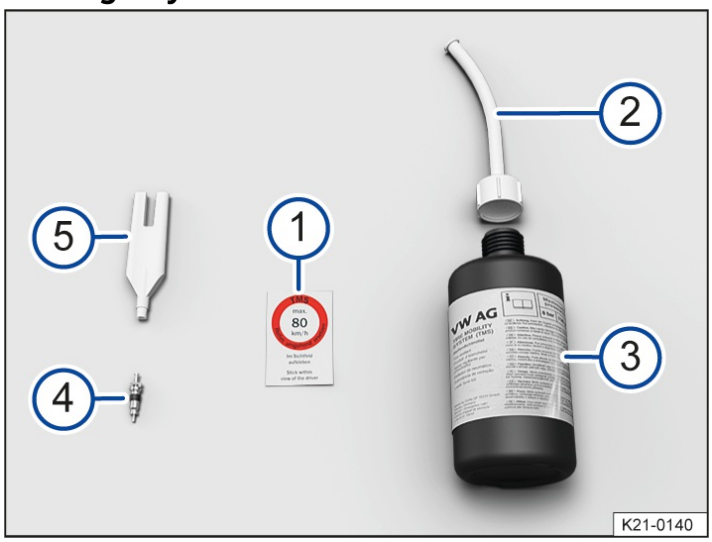

Fig. 1 Contents of the breakdown set (illustration).
(1) Sticker with the maximum permitted speed “max. 80 km/h” or “max. 50 mph”.
(2) Tyre sealant tube with plug.
(3) Tyre filler bottle.
(4) Spare valve core.
(5) Valve core extractor.
There is a slot for the valve core on the lower end of the valve core extractor *→ Fig. 1* (5). This is required for extracting the valve core from the tyre valve and then screwing it back into the valve again. This also applies to the spare valve core (4).
1. Take the sticker from the breakdown set *→ Fig. 1* (1) and stick it on the dash panel within the driver's field of vision.
3. Use the valve core extractor → *Fig. 1* (5) to unscrew the valve core from the tyre valve. Place the core on a clean surface.
4. Shake the tyre filler bottle → *Fig. 1* (3) vigorously to and fro several times.
5. Screw the tyre sealant tube → *Fig. 1* (2) tightly onto the tyre filler bottle in a clockwise direction. The seal on the top of the bottle is pierced when doing so.
6. Remove the plug from the filler hose → *Fig. 1* (2) and place the open end fully on the tyre valve.
9. Use the valve core extractor → *Fig. 1* (5) to screw the valve core back into the tyre valve.